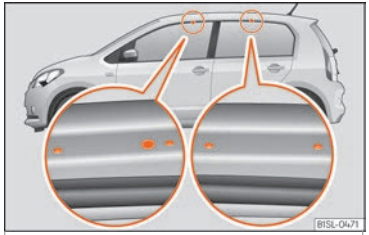

Fig. 140 Attachment points for the basic supports and the roof carrier system in four-door vehicles.
The holes or marks indicating the fitting points for base supports are in the lower half of the roof struts and can only be seen with the door open ››› Fig. 140.
- **The base support should only be fitted to the points indicated in the diagram ››› Fig. 140.**